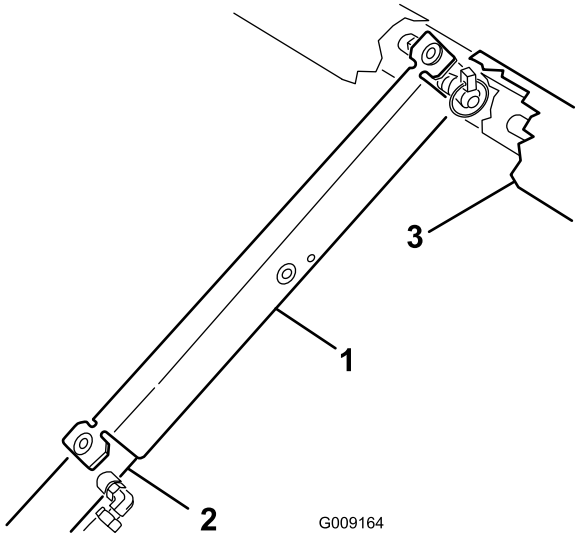

Figur 32
3. Skub ladstøtten ned over cylinderstangen, og sørg for, at tapperne på støtteenden hviler på enden af cylinderløbet og cylinderstangenden (Figur 32).